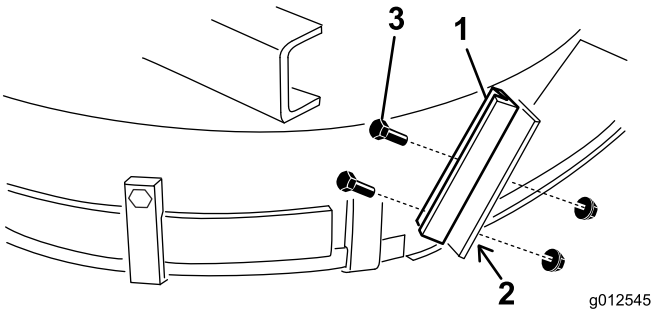

Bild 17
1. Verwenden Sie den neuen Ablenkblechanschlag als Schablone und setzen ihn auf den ursprünglichen flachen Ablenkblechanschlag (Bild 17). Stellen Sie sicher, dass der neue Ablenkblechanschlag bündig mit der Unterseite ist, die Seite des Mähwerks berührt und parallel mit der äußeren Kante der Ablenkblechstütze ist.
3. Befestigen Sie die neue Ablenkblechstütze mit zwei Schrauben (1/4-20" x 3/4") und Sicherungsmuttern (1/4-20") am alten Ablenkblechanschlag, wie in Bild 17 abgebildet.